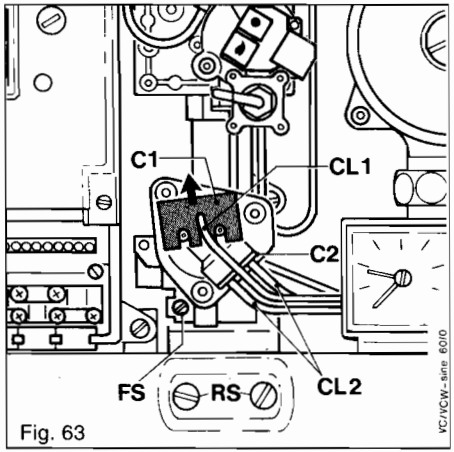

Fig. 63
14.11 Removal of servo control valve assembly (Fig. 63)
Remove the two retaining screws (RS, Fig. 63) securing the mounting bracket to the front of the appliance.
14.11.1 Change of servo control valve assembly (Fig. 63)
Separate the servo control valve assembly from the water section by removing fixing screw (FS, Fig. 63) and sliding bracket sideways. Replace servo control valve assembly and replace fixing screw (FS, Fig. 63). Check adjustment of servo control valve (14.11.4).